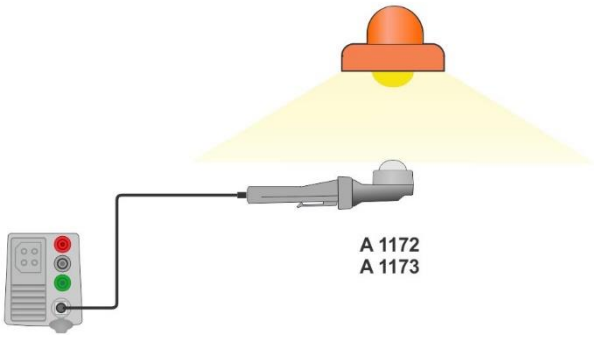

Figure 7.121: LUXmeter probe positioning
- Take the position of LUXmeter probe, see ***Figure 7.121***.